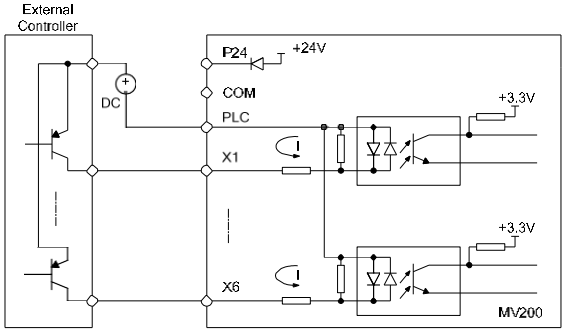

Fig. 3-16 The drain connecting mode when using the external power supply
4) The drain connecting mode when using the external power supply (**note**: be sure to remove the short circuit plate between the user terminal PLC and P24) is as shown in Fig. 3-16.